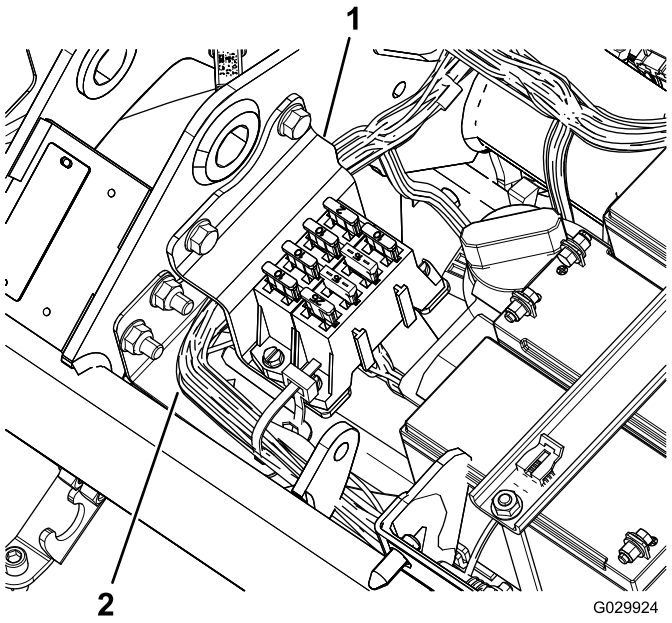

Figure 9
22. Install the fuse block, with the harness routed behind the bracket (Figure 9).